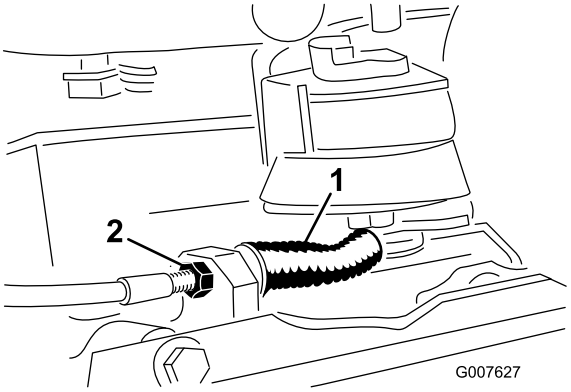

Rysunek 34
- Aby zmniejszyć napięcie linki, poluzuj przednią przeciwnakrętkę linki i dokręć tylną przeciwnakrętkę (Rysunek 34). W razie potrzeby, powtórz kroki 1 i 2 i ponownie wyreguluj.
- Aby zwiększyć napięcie linki, dokręć przednią przeciwnakrętkę linki i poluzuj tylną przeciwnakrętkę (Rysunek 34). W razie potrzeby, powtórz kroki 1 i 2 i ponownie wyreguluj.